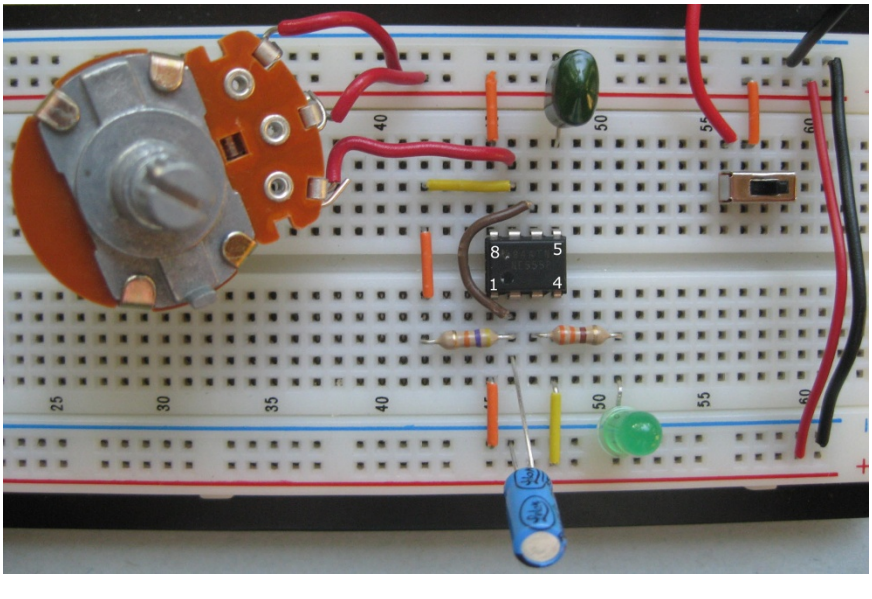

Figura 17-2: Un intermitente LED con piezas montadas en una placa sin soldadura. (Se han agregado etiquetas de pines del IC del temporizador 555).
Para comprobar si la luz parpadea aproximadamente a la velocidad que indican tus cálculos, construye el circuito del intermitente LED y pruébalo. Guíate por la Figura 17-2. Si este es el primer circuito que construyes, te recomendamos seguir las instrucciones detalladas de esta sección.
Puedes facilitar el uso de la batería construyendo un circuito en una placa de pruebas con solo un interruptor y unos pocos cables, como se muestra en la Figura 17-2. Usa un interruptor unipolar de doble tiro (SPDT) para conectar el terminal positivo de la batería al riel de alimentación positivo superior (en el Capítulo 4, explico este proceso en detalle). Luego, conecta los rieles de alimentación positivos superior e inferior con un cable rojo, y los rieles de alimentación negativos superior e inferior con un cable negro, de modo que la alimentación esté disponible tanto en la parte superior como en la inferior de la placa.
3. Inserte las dos resistencias fijas, *R2* y *R3*, en la placa, siguiendo el esquema y la placa de muestra de la Figura 17-2.
4. Inserte los dos condensadores, *C1* y *C2*, en la placa, siguiendo el esquema y la placa de muestra de la Figura 17-2.
Como se indicó en el Capítulo 11, los pines de los chips CI se numeran en sentido antihorario, comenzando por la muesca de sincronización. Si ha colocado el CI temporizador 555 con la muesca de sincronización hacia el lado izquierdo de la placa, las conexiones de los pines se muestran en la Figura 17-2.
Utilice la placa de pruebas de muestra que se muestra en la Figura 17-2 como guía para realizar estas conexiones de cables puente.